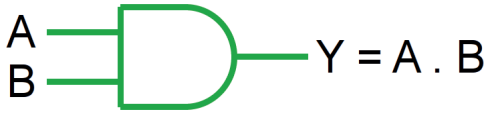

Figura 3.1 – Porta E (AND) de 2 entradas.
2. Para CIs TTL, H (1) representa níveis de tensão entre 2,4V e 5V. Da mesma forma, L (0) representa níveis de tensão entre 0 V e 0,4 V.
3. Para CIs CMOS, a tensão equivalente de H (1) é aproximadamente a tensão de alimentação e L (0) representa níveis de tensão entre 0V e 0,5 V.
5. A saída de uma porta E (AND) de 2 entradas (figura 3.1) é Y = A. B (tabela 3.1).